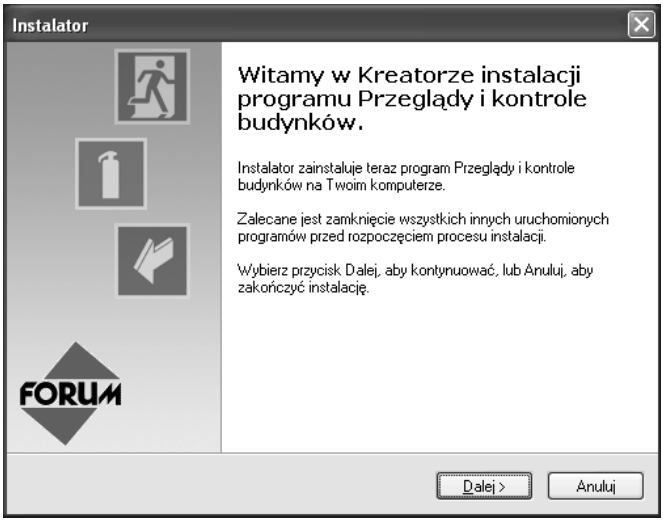

Rys. 2/1-1. Okno powitalne programu instalacyjnego
3. Pojawi się okno powitalne programu instalacyjnego (rys. 2/1.1).